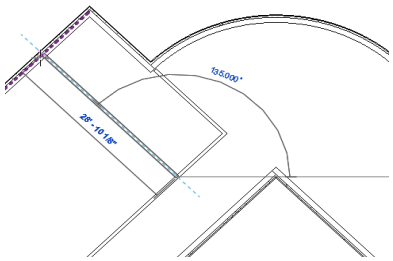

Figure 3-72 *Sketching the third interior wall*
7. Move the cursor upward toward the left such that it subtends an angle of 135 degrees with the horizontal until it reaches the exterior wall and the **Nearest** object snap is displayed, as shown in Figure 3-72. Click to specify the endpoint of the wall.